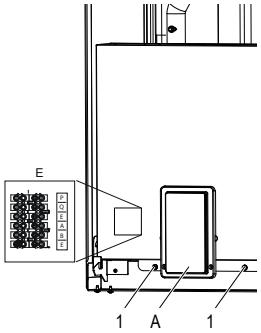

fig. 16 - vista sem painel frontal
- solte os dois parafusos (det. 1 - fig. 16) sob a caixa elétrica
A Painel do ecrã e teclado (fig. 16)
A placa de terminais (det. B fig. 16) se encontra no lado esquerdo da caixa elétrica da caldeira. A placa de terminais é de tipo mamute macho-fêmea. Na lateral da placa de terminais, está presente uma etiqueta de identificação dos seis terminais disponíveis.